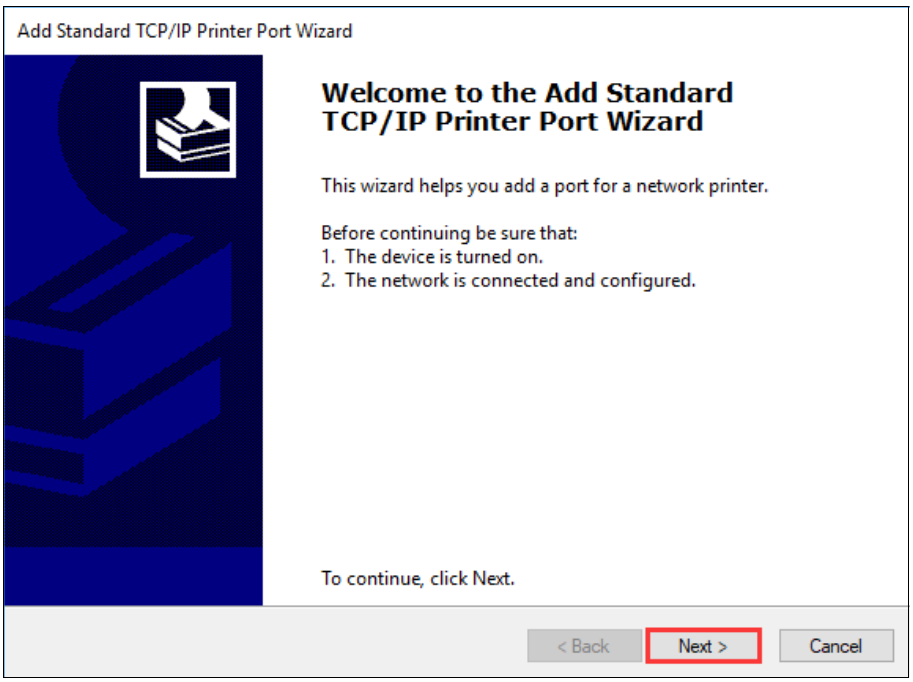

Figure 2-38 Add Standard TCP/IP Printer Port Wizard
6. The "Add Standard TCP/IP Printer Port Wizard" screen displays, click "Next", as shown in Figure 2-38.